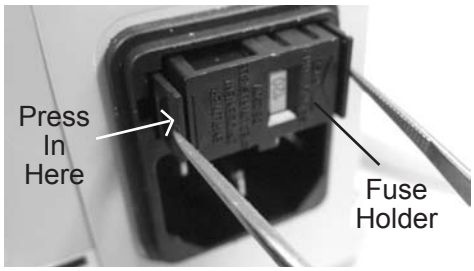

Figure IN-10 Remove Holder
1. Remove the Fuse Holder by pressing in on the left tab to release the Fuse Holder from the Power Cord Holder. Refer to Figures IN-10 and IN-11.